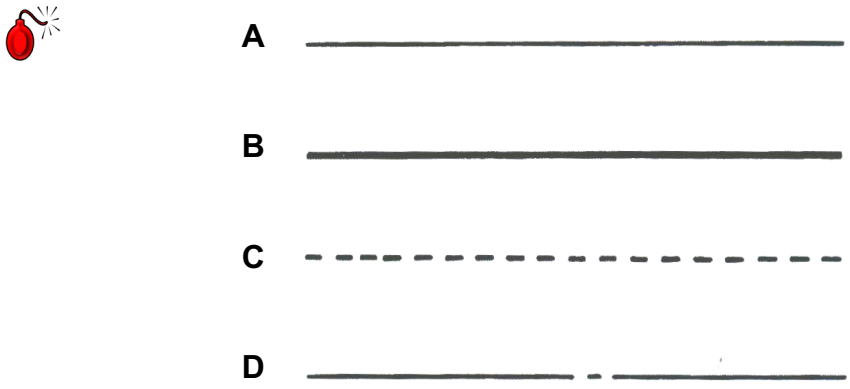

FIGURE 2 (4)
2. 1 The following lines used in engineering drawings are shown in FIGURE 2: outline, centre line, construction line and hidden detail. Match the names to the lines and only write the answer next the letters (A–D) in the ANSWER BOOK.